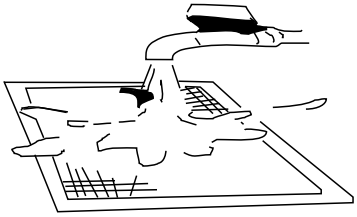

Рис. 2
- При промывании фильтра в воде держите его загрязненной поверхностью вниз (рисунок 2).